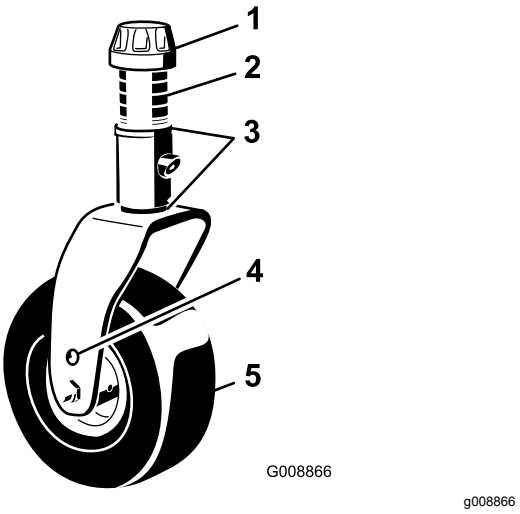

Figur 21
1. Sätt svänghjulsaxlarna i samma hål i alla svänghjulsgafflar (Figur 21 och Figur 23).
2. Ta bort spännlocket från spindelaxeln och skjut ut spindeln ur svänghjulsarmen (Figur 21).